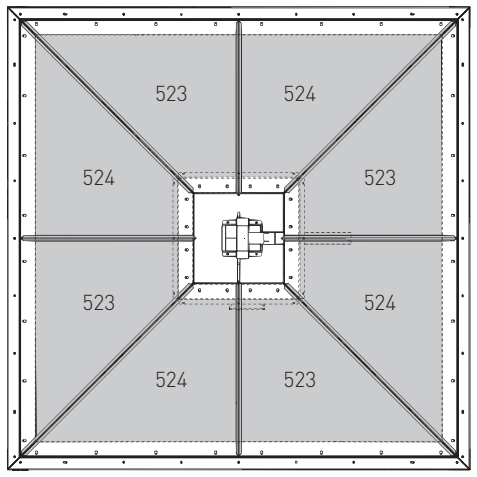

Fig. 14 Montaggio delle pareti oblique – vista dall'alto
Inserire 4 pareti oblique sinistre (523) e 4 pareti oblique destre (524) nelle viti premontate. Avvitare prima le pareti oblique sinistre e destre lungo il lato diritto e serrare le viti – Fig. 14.